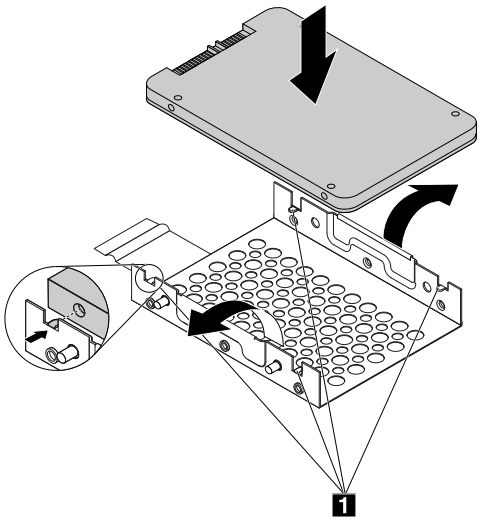

Figure 71. Installing the storage drive into the metal bracket of the converter
6. Install the new storage drive into the converter. See Figure 71 “Installing the storage drive into the metal bracket of the converter” on page 111.